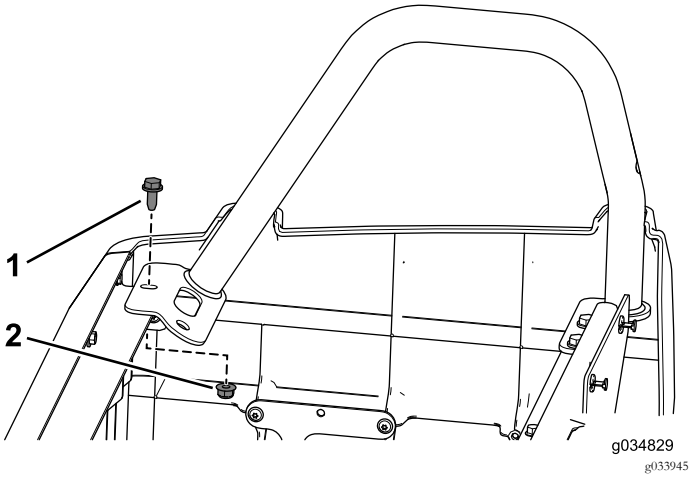

Figure 53
1. Retirez le boulon à embase avant et l'écrou à embase du dispositif de retenue du bassin droit (Figure 53).